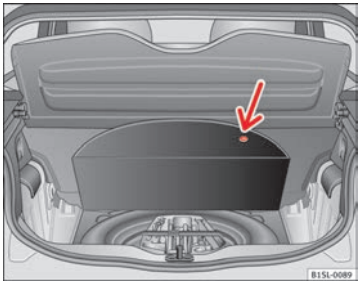

Fig. 139 Dans le coffre à bagages : Moquette levée.
L'outillage de bord, la roue de secours, la roue d'urgence ou le kit de crevaison se trouvent dans le coffre à bagages, sous la moquette du plancher ⇒ fig. 139.
- Soulevez la moquette par le revêtement (flèche) ⇒ fig. 139.